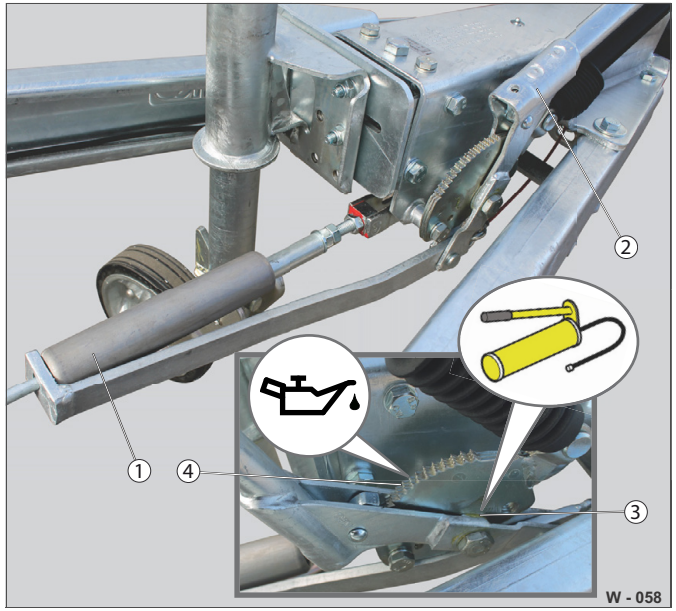

Abb. 48 Brzda: Mazací místa
Pružinový válec (Abb. 48/1) je bezúdržbový. V případě jeho deformace nebo nefunkčnosti je třeba ho vyměnit.
- ▶ Překontrolujte deformaci páčky ruční brzdy s plynovou pružinou (Abb. 48/2) a pružinového válce (Abb. 48/1).
- ▶ Nakapejte trošku oleje na strojní zařízení na segment zubů (Abb. 48/4).
- ▶ Namažte ložiska (Abb. 48/3) tukem.